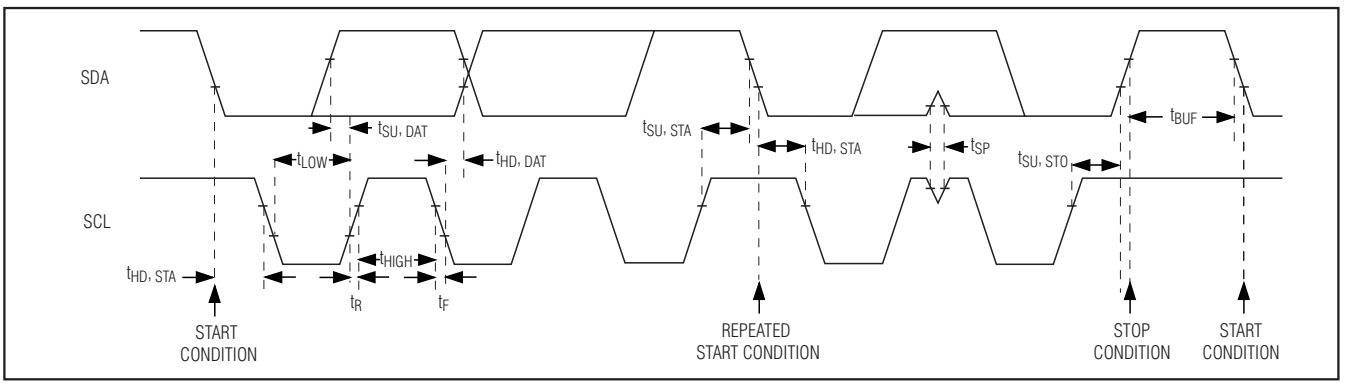

Figure 10. I²C Serial Interface Timing Diagram
The MAX9526 features an I²C/SMBus™-compatible, 2-wire serial interface consisting of a serial-data line (SDA) and a serial-clock line (SCL). SDA and SCL facilitate communication between the MAX9526 and the master at clock rates up to 400kHz. Figure 10 shows the 2-wire interface timing diagram. The master generates SCL and initiates data transfer on the bus. The master device writes data to the MAX9526 by transmitting the proper slave address followed by the register address and then the data word. Each transmit sequence is framed by a START (S) or REPEATED START (Sr) condition and a STOP (P) condition. Each word transmitted to the MAX9526 is 8 bits long and is followed by an acknowledge clock pulse. A master reading data from the MAX9526 transmits the proper slave address followed by a series of nine SCL pulses. The MAX9526 transmits data on SDA in sync with the master-generated SCL pulses. The master acknowledges receipt of each byte of data. Each read sequence is framed by a START or REPEATED START condition, a not acknowledge, and a STOP condition. SDA operates as both an input and an open-drain output. A pullup resistor, typically greater than 500Ω, is required on SDA. SCL operates only as an input. A pullup resistor, typically greater than 500Ω, is required on SCL if there are multiple masters on the bus, or if the single master has an open-drain SCL output. Series resistors in line with SDA and SCL are optional. Series resistors protect the digital inputs of the MAX9526 from high-voltage spikes on the bus lines, as well as minimize crosstalk and undershoot of the bus signals.